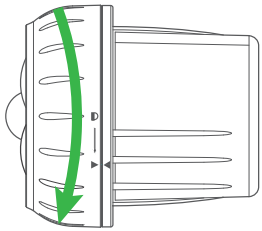

Figura 1
1. Gire la cubierta delantera del reflector en sentido contrario de las agujas del reloj hacia la posición de desbloqueo ▲ (ver **Figura 1**), como se muestra abajo, para liberar y retirar la cubierta.
1. Gire la cubierta delantera del reflector en sentido contrario de las agujas del reloj hacia la posición de desbloqueo ▲ (vea **Figura 1** en la página anterior) por lo que ya no tiene alimentación. Deje las baterías dentro del compartimiento de las baterías.